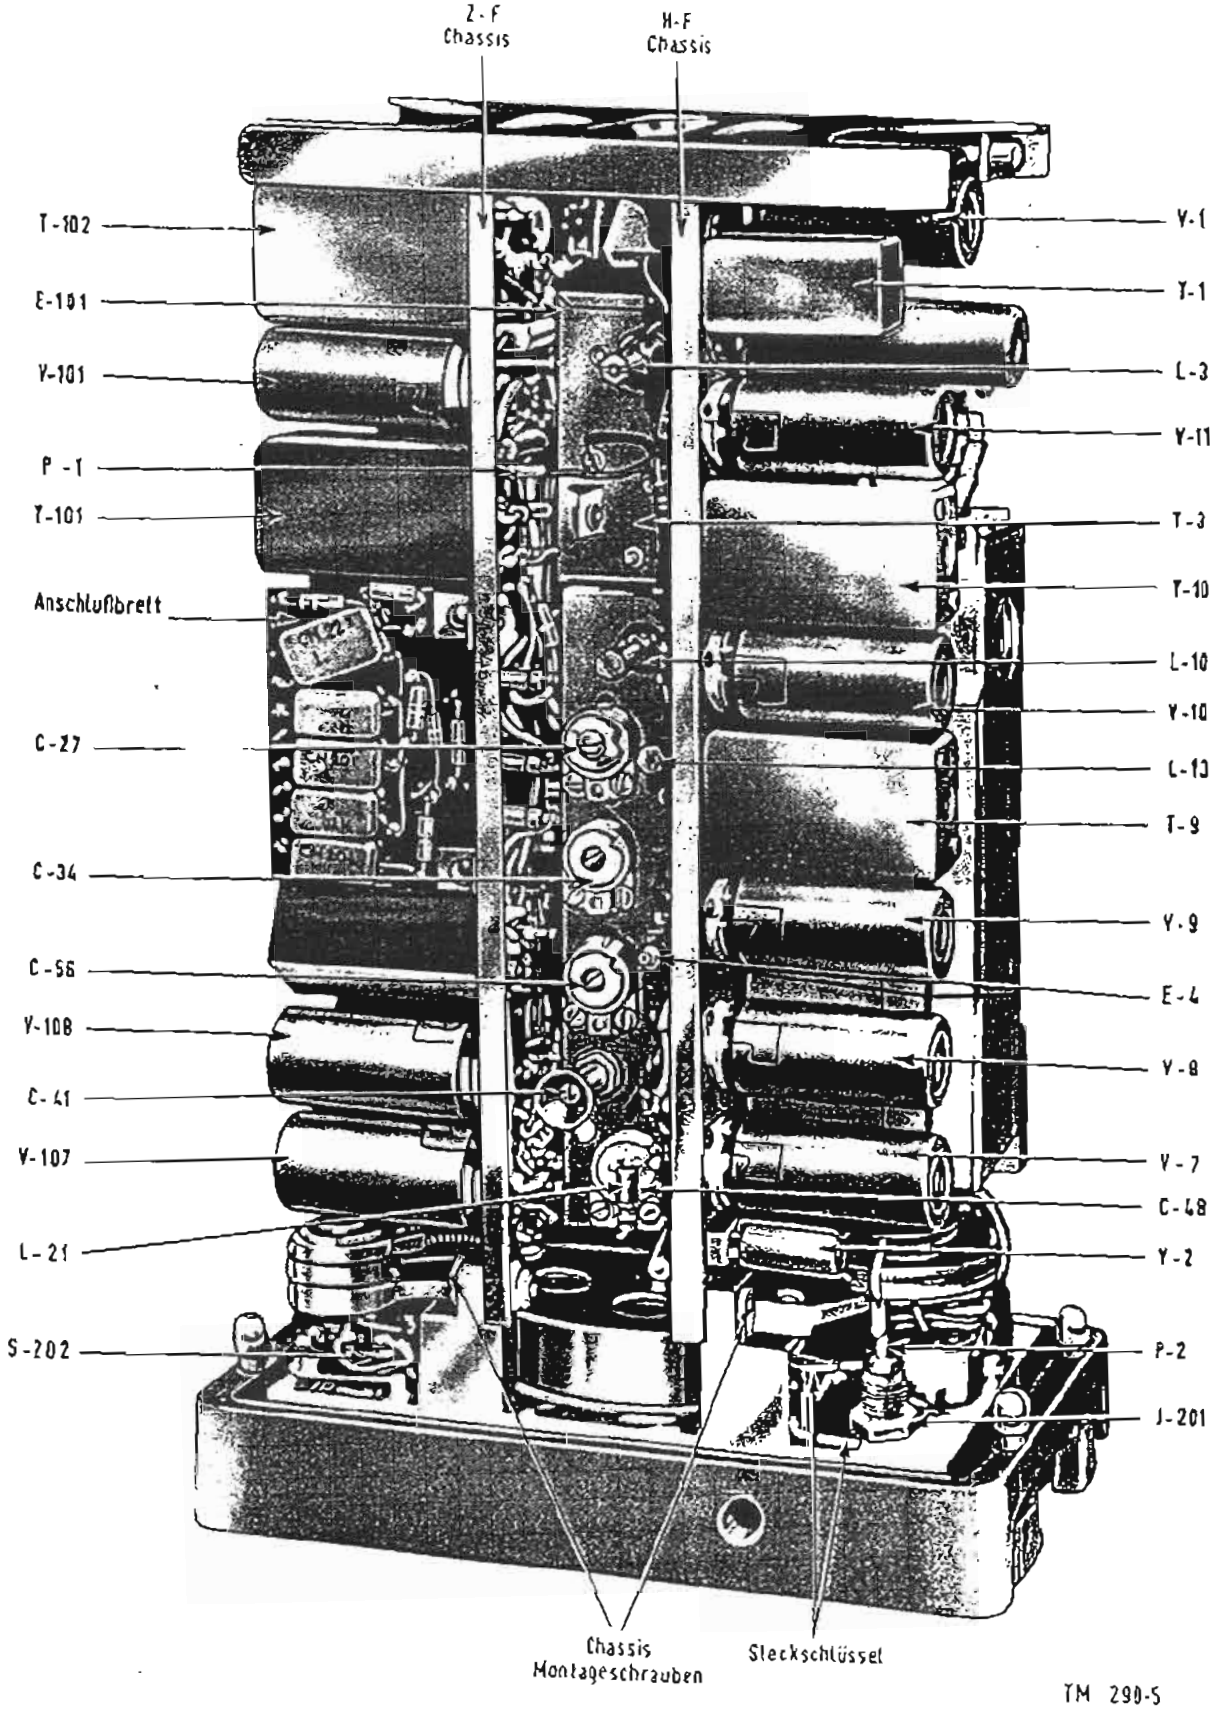

Fig. 5 – Vista superiore del complesso pannello-telaio, estratto dal cofano, del Rice-Trasmettitore RT-70(*)/GRC.
Tutti i comandi e connettori esterni sono posti sul pannello frontale del Ricetrasmettitore. Il condensatore per la regolazione dell'accordo d'antenna C 41 (fig. 5) è accessibile dalla parte superiore dell'involucro esterno, dopo aver rimosso il tappo. La figura 9 mostra la disposizione sul pannello dei comandi e connettori e spiega la funzione di ciascuno di essi. Oltre ai comandi e connettori ed agli altri dispositivi montati sul pannello, internamente all'Unità, sul telaio FI è posto il Commutatore CARRO-VEIC.-CAMP. Tale Commutatore viene posto, durante le operazioni d'installazione, sulla posizione corrispondente al tipo di servizio al quale il Ricetrasmettitore è destinato.
(1) Chiavi per bulloni N. 6 e N. 10 (fig. 5).